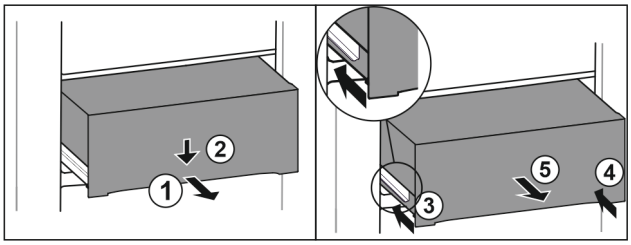

Fig. 107
▶ Extrageți pe jumătate sertarul. *Fig. 107 (1)*
▶ Apăsați în jos sertarul pe partea frontală. *Fig. 107 (2)*
▶ Inserați șina stângă aproximativ 2 cm. *Fig. 107 (3)*
▶ Inserați șina dreaptă aproximativ 2 cm. *Fig. 107 (4)*
▶ Extrageți sertarul spre înainte. *Fig. 107 (5)*